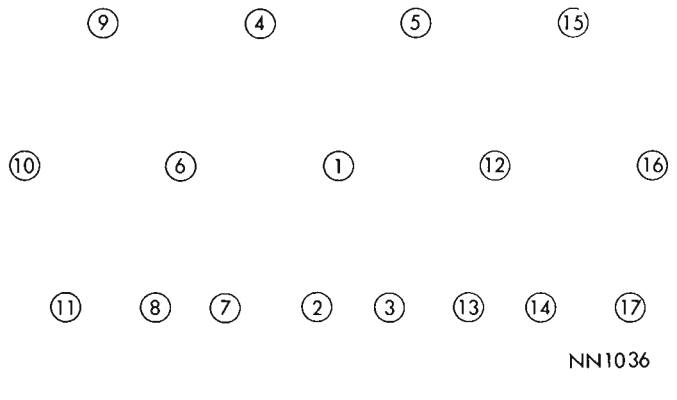
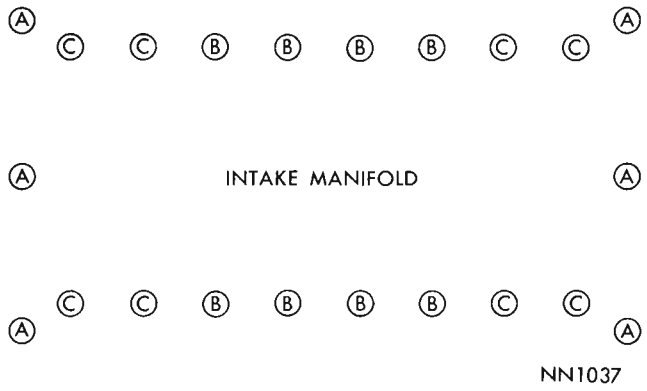

Fig. 8—Cylinder Head Tightening Sequence
Fig. 9—Intake Manifold Tightening Sequence
(2) Position the rocker shaft support brackets on the cylinder head and install the **five long** cylinder head bolts into rocker shaft support brackets and cylinder head, lining up all push rods to their respective rocker arms.
(3) Starting at the center, tighten all head bolts and stud nuts to 50 foot-pounds in sequence shown in Figure 8 then repeat the procedure, tightening to 75 foot-pounds in the same sequence.
(4) Adjust tappets. See "Tappet Adjustment Procedure."
(5) Install exhaust headers with new gaskets and tighten to 35 foot-pounds.
(6) Place new cylinder head cover gaskets in position and install cylinder head covers. Tighten nuts to 40 inch-pounds.
(7) Adjust spark plug gaps to .035 inch. Slide spark plug tube seals over tubes. With a six inch extension on a spark plug socket insert spark plug, slide spark plug tube over assembly, insert assembly in cover and cylinder head, being careful not to drop plug as this would change gap setting. Tighten spark plugs to 30 foot-pounds.
(8) Install new intake manifold gaskets and intake manifold; make sure end gaskets are positioned over locating dowels marked "A" in Figure 9. Tighten screws marked "B" to 72 inch-pounds, and screws marked "C" to 48 inch-pounds. Repeat the tightening procedure in the sequence shown until all screws maintain their specified torque.
(9) Connect fuel line, automatic choke, intake manifold heat tubes, transmission throttle rod to upper bell crank, accelerator cable and adjust as necessary.
(10) Install crankcase ventilation hose, distributor cap with spark plug cables, and coil wire and cable.
(11) Install alternator, battery ground cable and heater hoses if removed.
(12) Connect power brake booster, if so equipped and bleed brakes.
(13) Fill the cooling system. Start engine and check for leaks.
(14) Adjust ignition timing and carburetors to specifications. Road test vehicle.